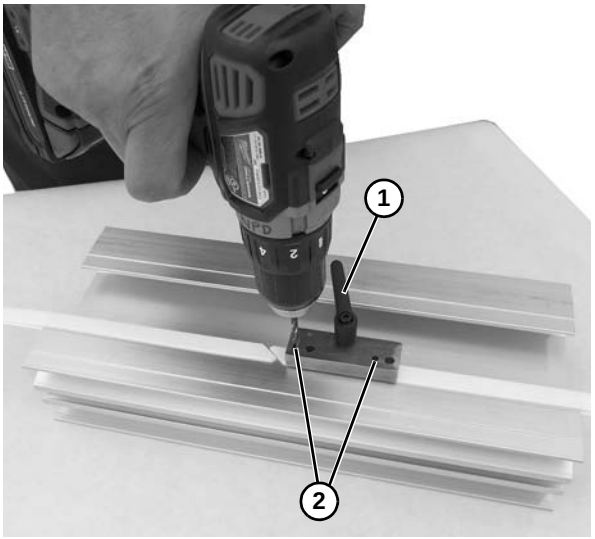

Figure 62
2. Using the wear strip replacement tool **(Figure 62, item 1)** drill two holes through the two small location holes **(Figure 62, item 2)** through the wear strip and frame using the #18 drill bit from the wear strip replacement kit.